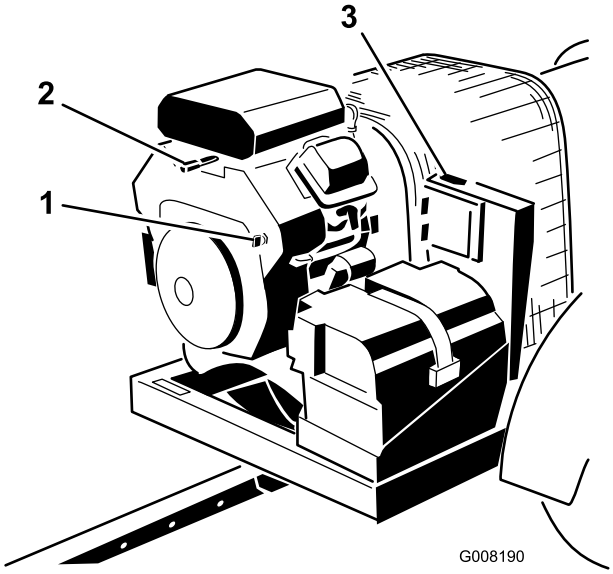

Figur 13
3. Drej tændingsnøglen til positionen "START", og sæt den hurtigt herefter i positionen "ON" Dette aktiverer modtageren (Figur 13).
4. Hvis du forlader maskinen, skal nøglen drejes til positionen FRA og tages ud af tændingen (Figur 13).